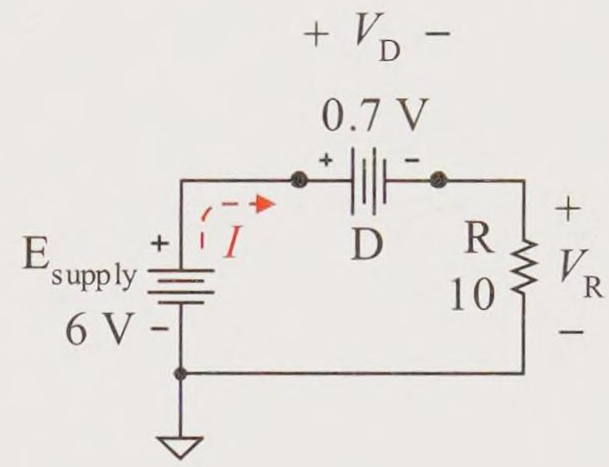

Figure 8-36(c) Example circuit–diode *second approximation model*
c. The schematic of Figure 8-36(d) uses the third approximation model of the diode (*an ideal 0.7 V voltage supply in series with its internal resistance*).